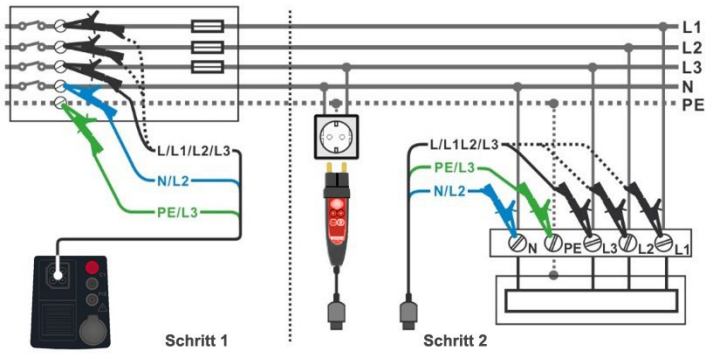

Abbildung 7.40: Spannungsfallmessung – Anschluss des Commander-Prüfsteckers und der 3-Leiter-Prüfleitung
- Schließen Sie die 3-Leiter-Prüfleitung am Referenzpunkt der elektrischen Anlage an, siehe ***Abbildung 7.40***.
- Schließen Sie die 3-Leiter-Prüfleitung oder den Commander Prüfstecker an dem Messpunkt an, siehe ***Abbildung 7.40***.